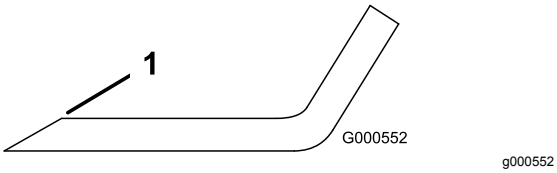

Figuur 104
1. Gebruik een vijl om de snijranden aan beide uiteinden van het mes te slijpen (Figuur 104).
Opmerking: Als het mes niet in balans is, moet u wat metaal afvijlen van het uiteinde van de vleugel (Figuur 104).